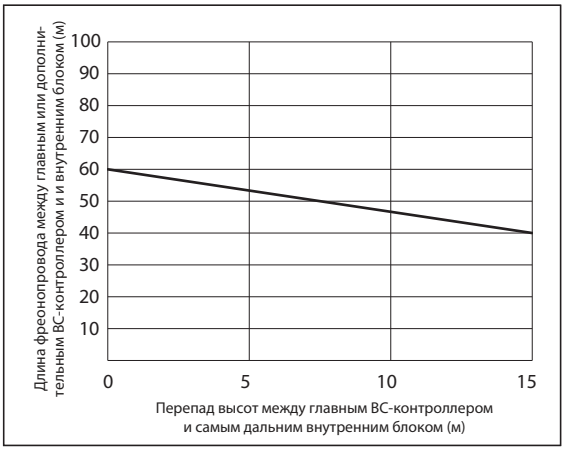

Рис. 2
*1. См. графики в разделе 2-10-1 (3) Ограничения длин участков фреонопроводов.
*2. См. рис. 2.
*9. Подключите к системе дополнительный BC-контроллер, если длина фреонопровода или перепад высот превышают ограничения, указанные на рис. 2.
При использовании внутренних блоков P140 и больше, ограничения, показанные на рис. 2, не могут быть превышены.